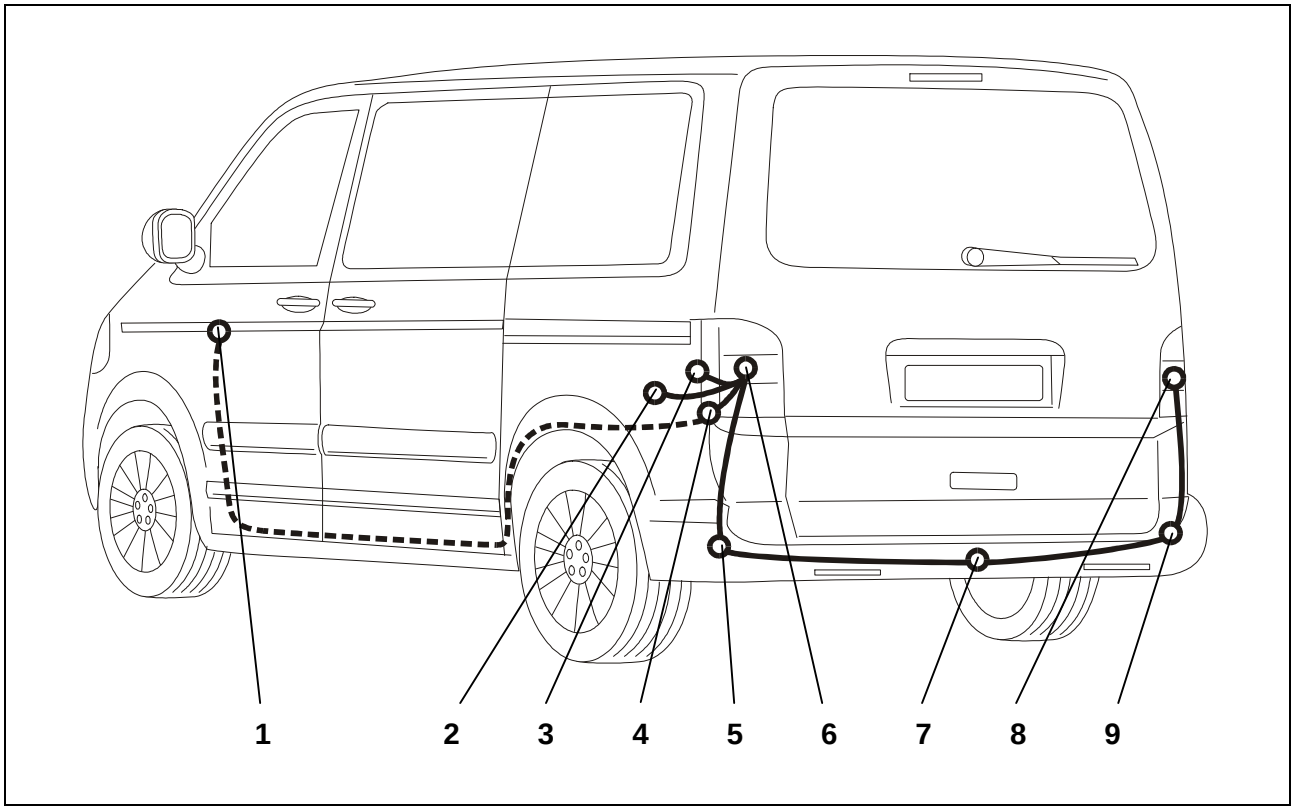

Abb. 1: Einbauübersicht
3. Ovale Durchführungstülle mit Leitungsstrang bei der linken Rückleuchte (Abb. 1/6) nach innen eindrücken.
4. Blindstopfen für Kabel-Durchführung (Abb. 1/5) entfernen.
5. Einen festen Draht durch die untere Kabel-Durchführung (Abb. 1/5) zur oberen Kabel-Durchführung für die Rückleuchte (Abb. 1/6) schieben, bis er aus der oberen Kabel-Durchführung herausschaut.
7. Das Steckdosenende des Leitungsstranges durch die Kabel-Durchführungen nach unten zum Steckdosenhalteblech (Abb. 1/7) ziehen.
12. Die restlichen Leitungen gemäß der *Steckdosenbelegung* am Steckdosengehäuse (Abb. 1/7) anschließen und die Gummidichtung an die Steckdose heranschieben.